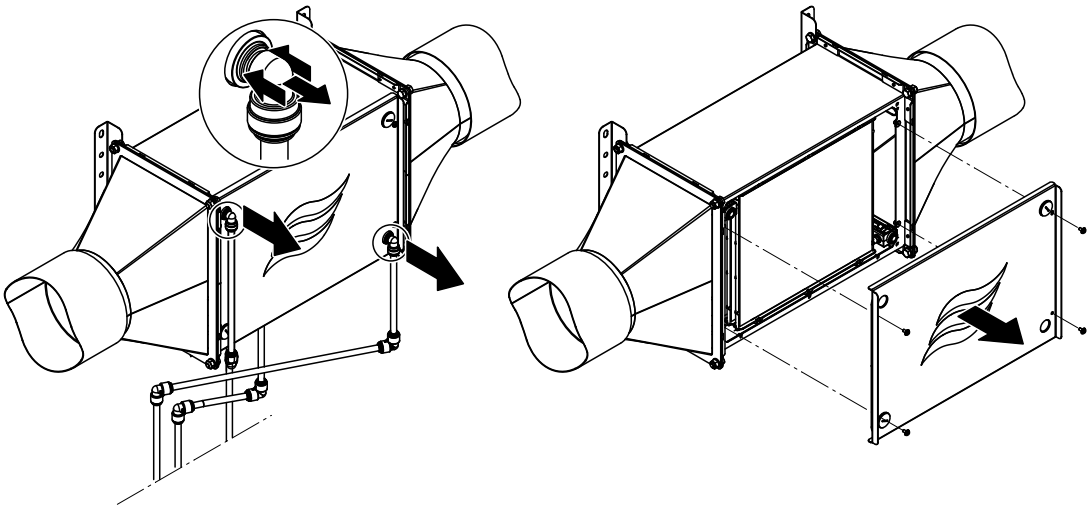

Abb. 23: Befeuchtereinheit öffnen
4. Ziehen Sie den Vorlauf- und die Rücklaufschlauch von den Anschlüssen am Befeuchtergehäuse ab. Dazu den Sicherungsring am Anschluss eindrücken und gleichzeitig den Winkelverbinder abziehen (siehe *Detail in Abb. 23*). Benutzen Sie zum Entriegeln des Sicherungsrings den mitgelieferten John Guest Schlüssel.
8. Überprüfen Sie die Membranfläche "A" (siehe *Abb. 23*) des Befeuchtereinsatzes auf Staubspuren, Verfärbungen und den Kanal auf Verschmutzungen und Wasserrückstände.
12. Schliessen Sie den Vorlauf- und die Rücklaufschlauch wieder an den entsprechenden Anschlüssen am Befeuchtergehäuse an (siehe *Abb. 23*). Dazu die Winkelverbinder bis zum Anschlag in die Anschlüsse eindrücken und anschliessend durch Ziehen am Winkelverbinder prüfen, ob diese fest im Anschluss sitzen.